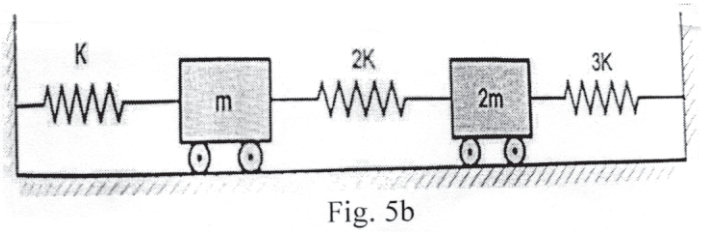

Fig. 5b
b) Determine the natural frequency and corresponding mode shapes of given system shown in Fig. 5b when K = 40N/m and m = 10kg. **[10]**